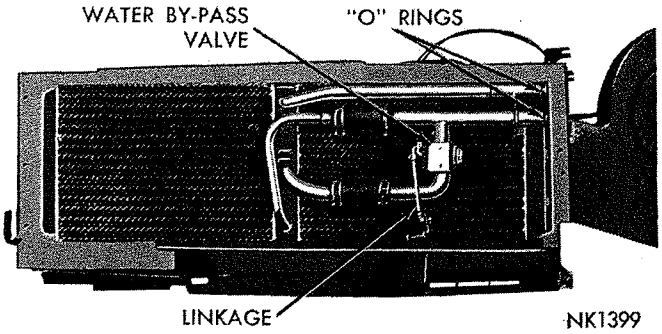

***Fig. 74—Heater Core and By-Pass Valve Assembly***
**Install the water by-pass valve with linkage to the heater core (if removed). Use new "O" rings on the inlet and outlet tubes (Fig. 74).**